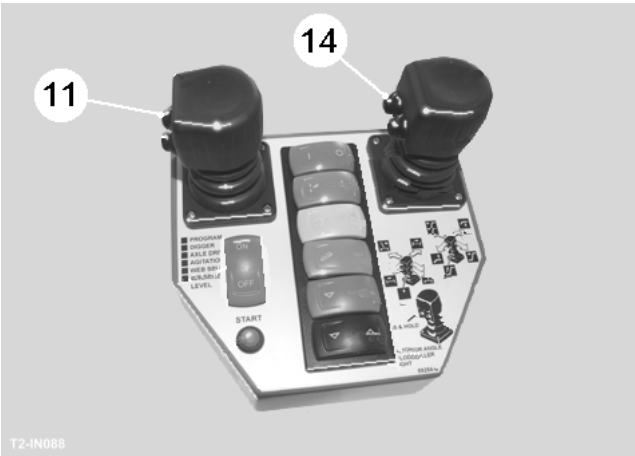

Fig 39
LH joystick secondary functions are 1st separator clod roller height and 1st separator angle. To activate the secondary functions, press and hold the button (item 11, fig 39). Re-centre the joystick before releasing the button.
Note: If the LH joystick fails to operate, centre the joystick and press the secondary function button (item 11, fig 39) once to reactivate it.
RH joystick secondary functions are 2nd separator clod roller height and 2nd separator angle. To activate the secondary functions, press and hold the button (item 14, fig 39). Re-centre the joystick before releasing the button.
Note: If the RH joystick fails to operate, centre the joystick and press the secondary function button (item 14, fig 39) once to reactivate it.